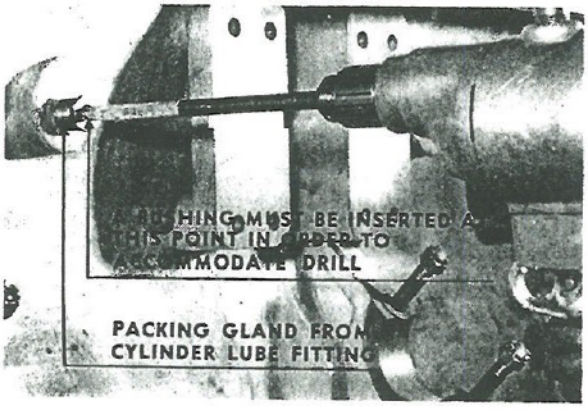

Fig. 110. Drilling Liner for Oiler Connection
d. When the liner is seated in place, holes must be drilled to accommodate the Manzel oiler fittings. Replace the packing gland in the block and insert in it a bushing that will fit a 19/32" drill to support the drill bit. Through the packing gland and bushing drill a hole with the 19/32" drill in the liner, as illustrated in Fig. 110. When the hole is drilled, use a 3/8"